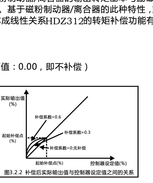

图3.2.2 补偿后实际输出值与控制器设定值之间的关系
2.补偿系数：补偿值的大小，0.00为不补偿，1.00为最大补偿，数值越大，补偿曲线越弯曲，如图3.2.2所示。（出厂值：0.00，即不补偿）